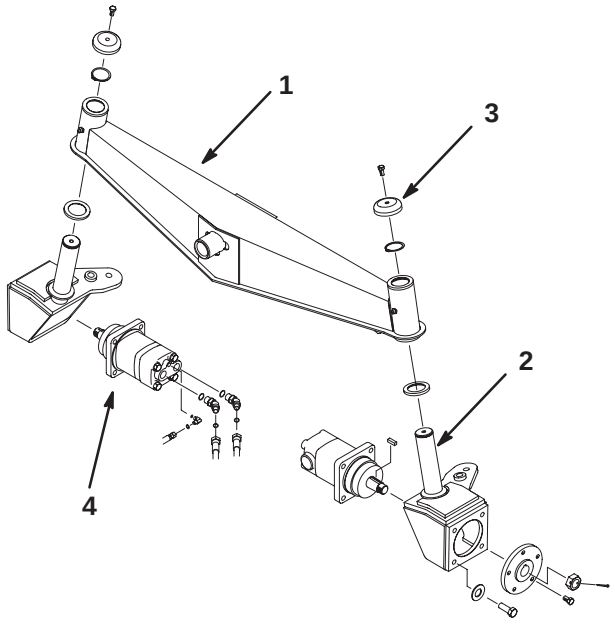

Figure 2
2. Slide a thrust washer over the shaft on each of the wheel motor housings (Fig. 2).
3. Slide the left and right wheel motor housings onto the axle and secure with retaining rings, spindle caps, and 3/8–16 x 3/4" lg. flange bolts (Fig. 2).
4. Reinstall the steering cylinders. Adjust the ball joint on the steering cylinder so that the steering arms contact the stops on the axle in either direction (Fig. 2).